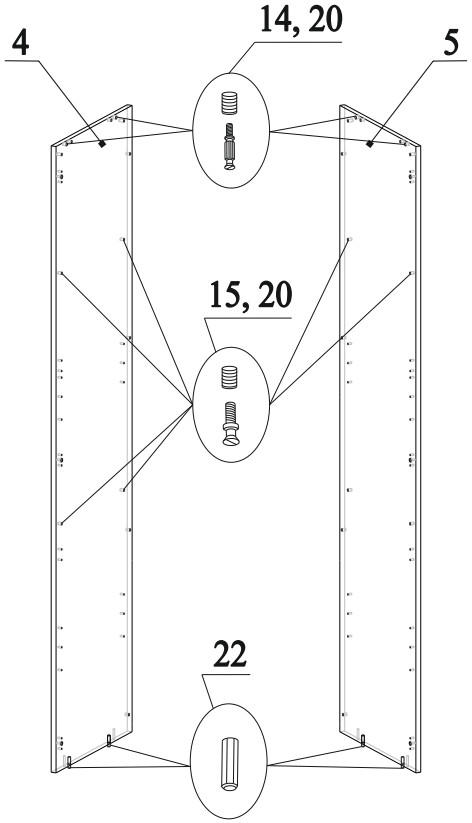

Рис.4
6. В отверстия на деталях 4 и 5 вбить муфты 20 и вкрутить в них дюбеля 14 (рис.4);
7. В отверстия на деталях 4 и 5 вбить муфты 20 и вкрутить в них дюбеля 15 (рис.4);
8. В нижний торец деталей 4 и 5 вставить шканты 22 (рис.4);